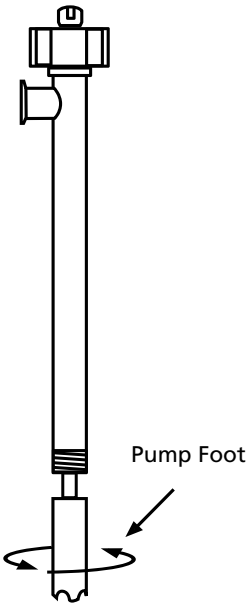

Figure 1
3. Remove the pump foot (see Figure 1).